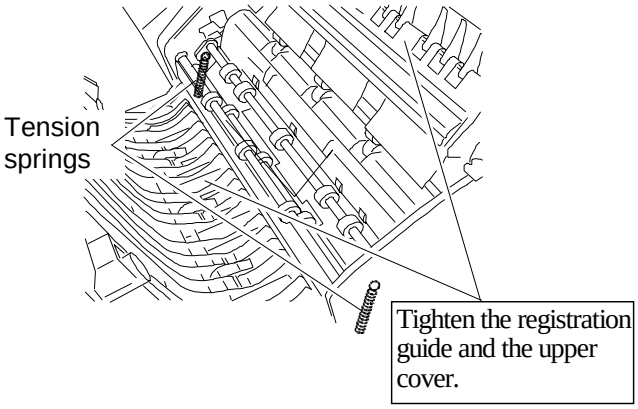

Fig. 6
5) Remove the 2 tension springs from their spring hooks, and tighten the cover. (Fig. 6)